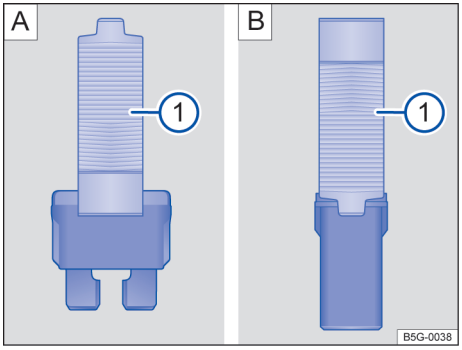

Fig. 171 Retirar ou colocar o fusível com a pinça de plástico: A: fusível plano, B: fusível de bloqueio.
– Se necessário, retirar a pinça de plástico → Fig. 171 1 da cobertura da caixa de fusíveis.
– De acordo com a versão do fusível, colocar as garras adequadas do alicate plástico → Fig. 171 A 1 ou → Fig. 171 B 1 lateralmente no fusível.